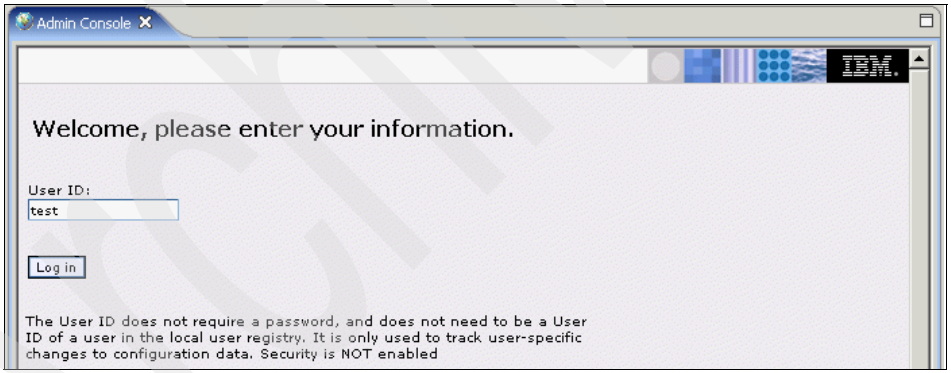

Figure B-29 The Admin Console login without security enabled
5. In the Admin Console logon window (Figure B-29), enter any user ID and click **Log in**.